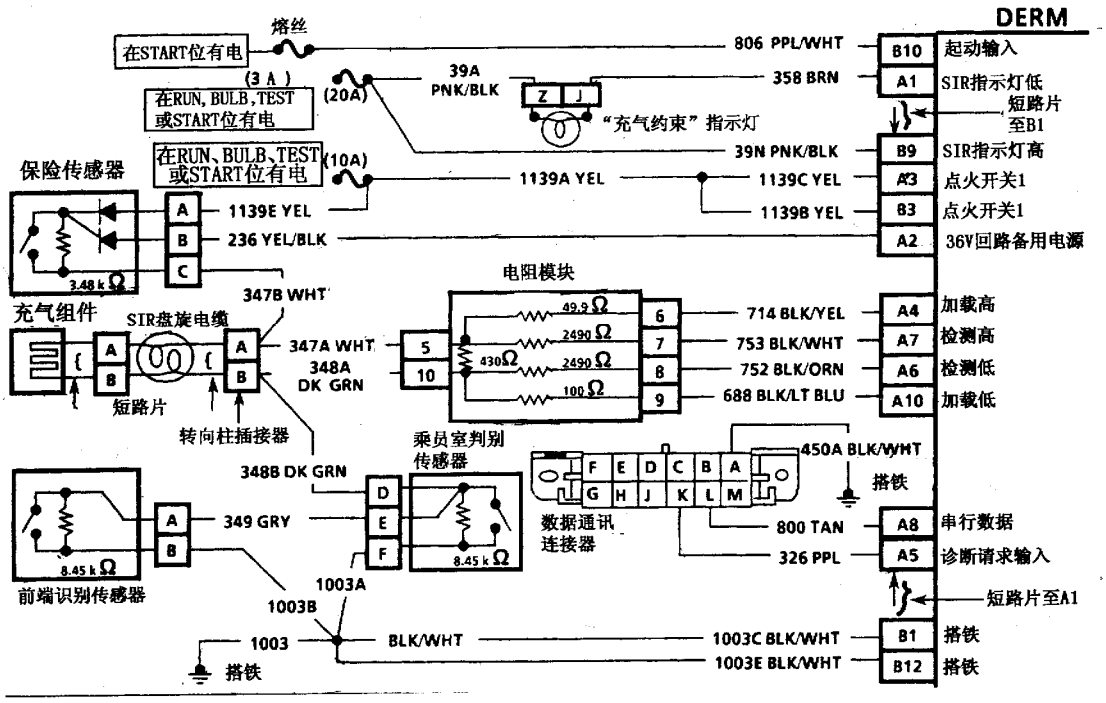

图 6－18　SIR 系统电路图
（1）电路说明：SIR 系统的电路图见图 6－18 所示，各部件的插接器如图 6－19 所示。
(1) 故障分析：SIR 系统的电路图参见图 6－18，各部件的插接器参见图 6－19。